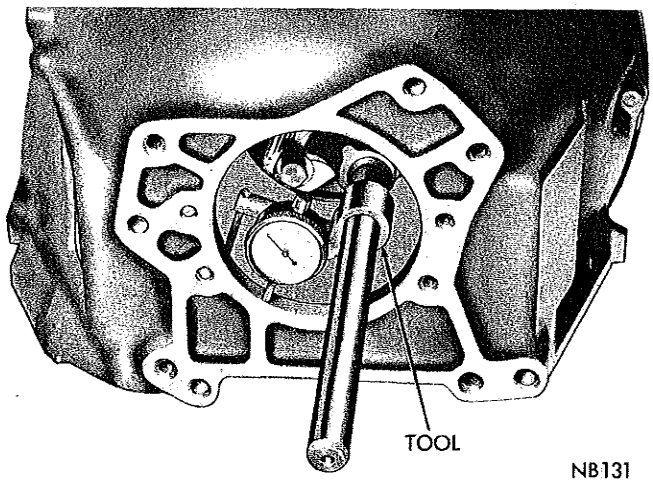

*Fig. 13—Measuring Clutch Housing Bore Runout*
(1) Mount C-870 Aligning Bar Tool with C-435 Dial Indicator on flywheel (Fig. 13).
(2) With C-771 Flywheel Turning Tool turn the flywheel while noting dial indicator needle deflection. Out-of-round of bore must not exceed .008 inch (maximum) total indicator reading.